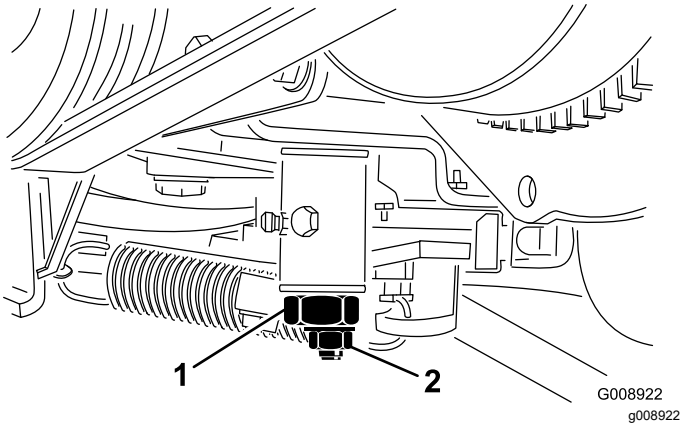

Figur 57
3. Løsn låsemøtrikken på traktionsjusteringsknasten (Figur 57).